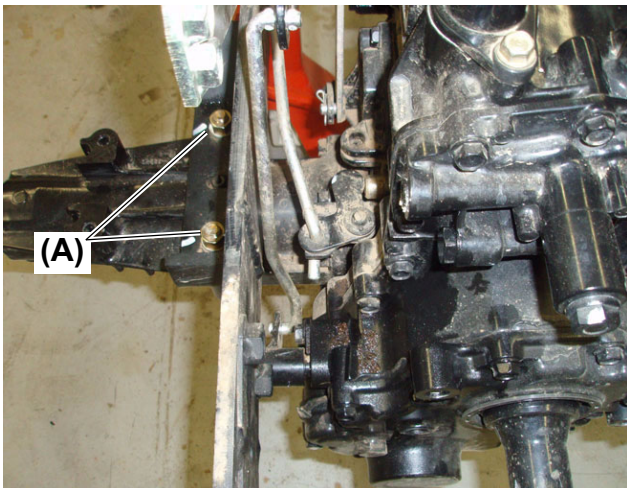

Fig. 12
8. Once the rear frame has been removed from the tractor, the main frame can easily be separated from the transaxle. Remove the four (4) bolts **(Fig. 12, (A))**, nuts and lock washers that secure the main frame to the axle housings. When removing the bolts, note the location of the two (2) locating pins. Then, the main frame can be lifted away from the transaxle.